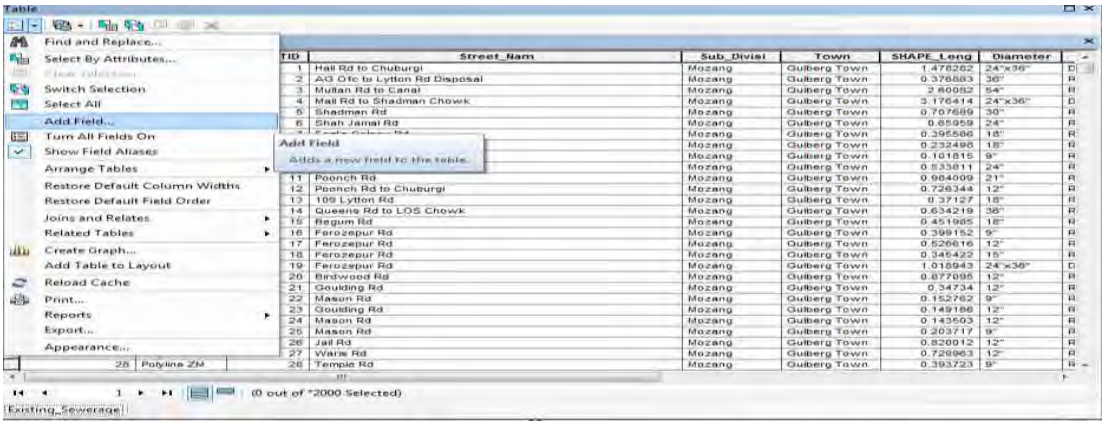

Figure 5.6.Add Field in attribute table
- "Add Field" dialog box is opened as shown in figure 5.6.